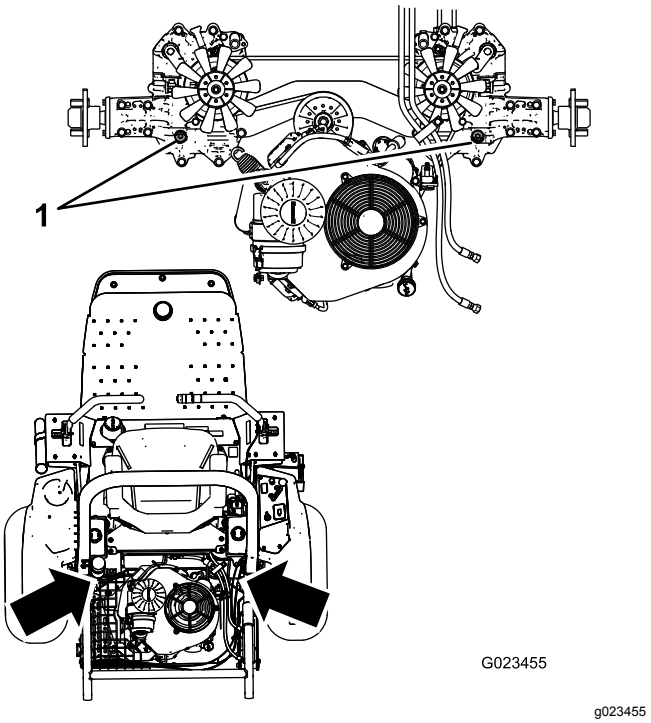

**Рисунок 72**
**Примечание:** Чтобы быстрее заполнить систему жидкостью, можно снять заглушку (Рисунок 72) в верхней части каждой гидрообъемной трансмиссии. Когда жидкость начнет выходить из отверстия, установите заглушку и продолжайте заправку бака до